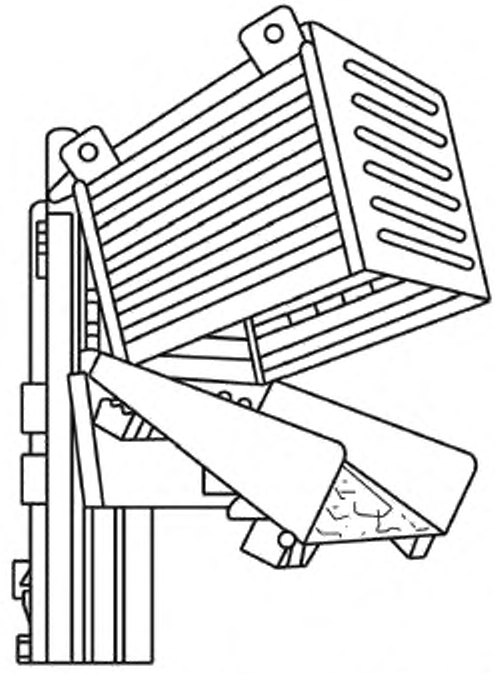

Рисунок 25 — Ящичный поддон с откидной крышкой
4.2.5 **ящичный поддон с откидной крышкой:** Ящичный поддон с откидной шарнирной крышкой для обеспечения удобства выгрузки содержимого (см. рисунок 25).